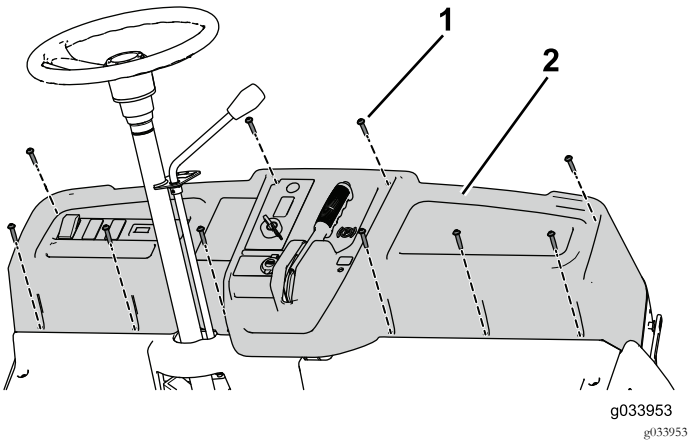

Figuur 61
3. Verwijder de 10 schroeven (1/4 x 1-1/4 inch) om het dashboard gedeeltelijk te verwijderen en koppel de parkeerrem af (Figuur 61).